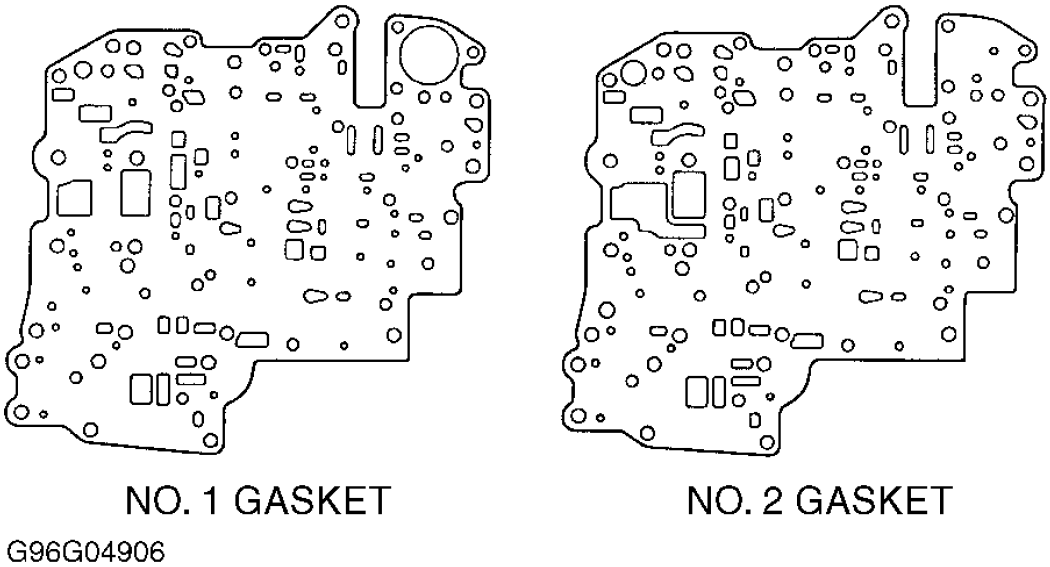
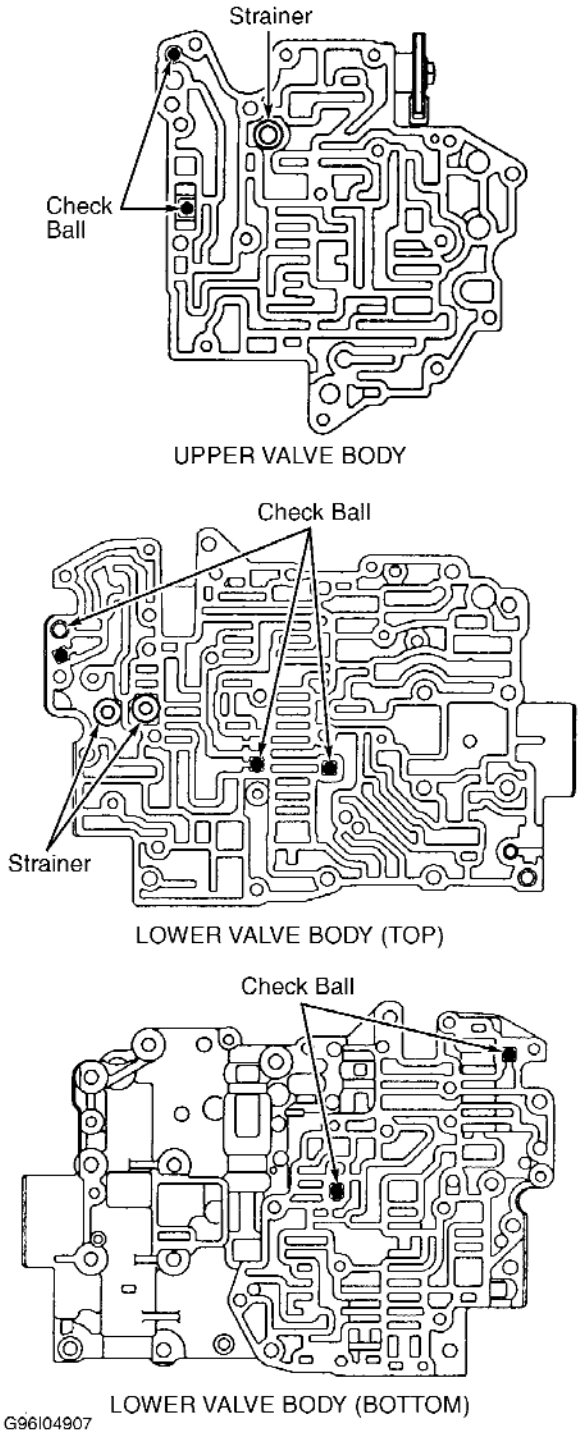

Fig. 43: Identifying A-540H Valve Body Gaskets
Fig. 44: Locating A-540H Valve Body Check Balls
1. Position NEW No. 1 gasket, No. 1 separator plate and NEW No. 2 gasket on upper valve body. For gasket identification, see **Fig. 43** . Ensure check balls are correctly installed. See **Fig. 44** . Place upper valve body with No. 1 plate and gaskets on lower valve body.